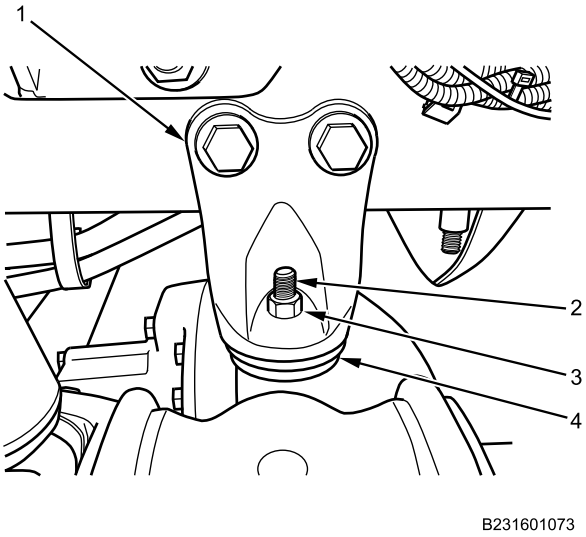

Figure 2. Front Axle Bumper Stop Installation.
1. Apply corrosion preventive compound to front axle bumper stop stud (Figure 2, Item 2) and new locknut (Figure 2, Item 3).
2. Position front axle bumper stop (Figure 2, Item 4) on bumper stop bracket (Figure 2, Item 1). Install front bumper stop locknut (Figure 2, Item 3) on bumper stop stud (Figure 2, Item 2).
3. Tighten front bumper stop locknut (Figure 2, Item 3).